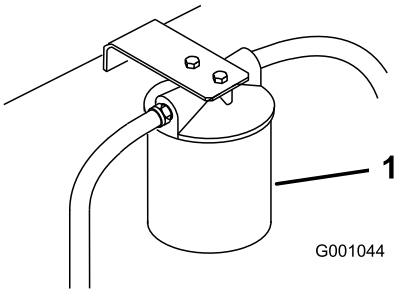

Figur 70
4. Stil et aftapningskar under filteret, fjern det gamle filter, og tør filteradapterpakningens overflade ren (Figur 70).